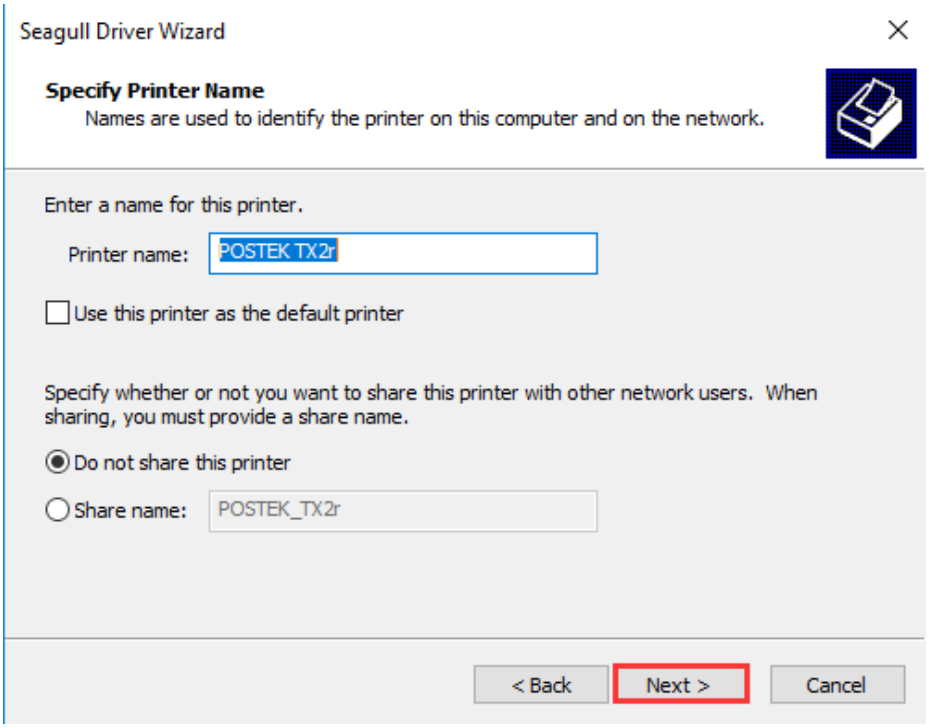

Figure 2-28 Specify Printer Name
8. On the "Specify Printer Name" screen, enter a name for the printer, as shown in Figure 2-28, then click "Next" to complete the driver installation.